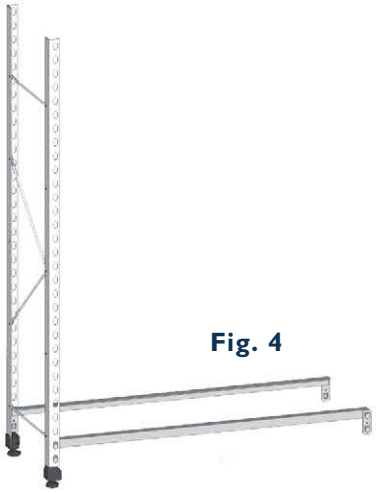

Fig. 4
4. Stand the second matching end frame in position and clip rail connector into the rear post in the identical matching position as the other frame. The two frames will now stand self-supported. **(Fig. 4)**